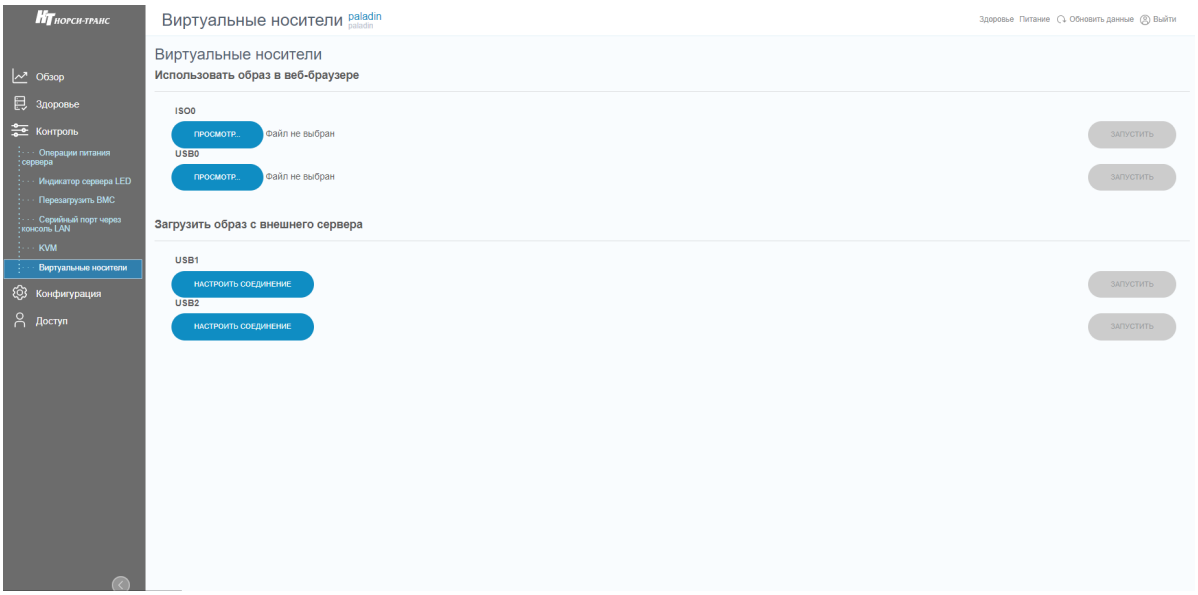

Рис. 73. Окно «Виртуальные носители»
7) Пройдите во вкладку «Контроль» → «Виртуальные носители» в данной вкладке осуществляется виртуальное подключение периферийных устройств. Окно показано на рис. 73 Окно «Виртуальные носители».